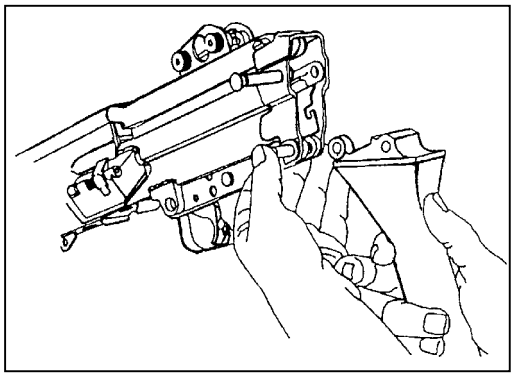

Figure 1-27. Replacement of the buttstock and buffer assembly group.
d. **Replacing the Buttstock and Buffer Assembly Group**. Align the lower hole in the buttstock and buffer assembly with the rear hole in the trigger mechanism; then push the lower retaining pin to the right (Figure 1-27).